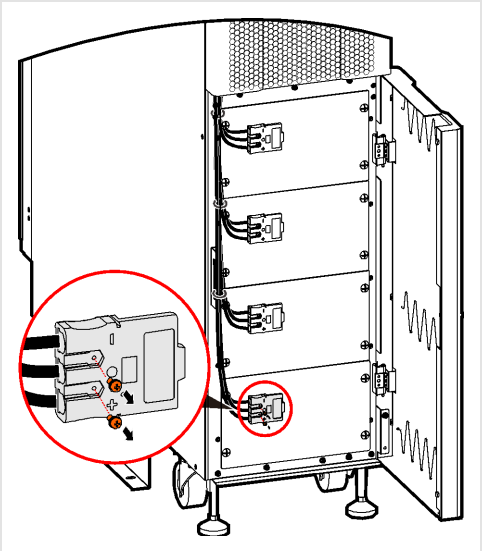

FIGURE 4-11 Step 2 — remove the plug-in on the cover plate
2. Remove the screws and the plug-in on the cover plate of the position (Figure 4-11).